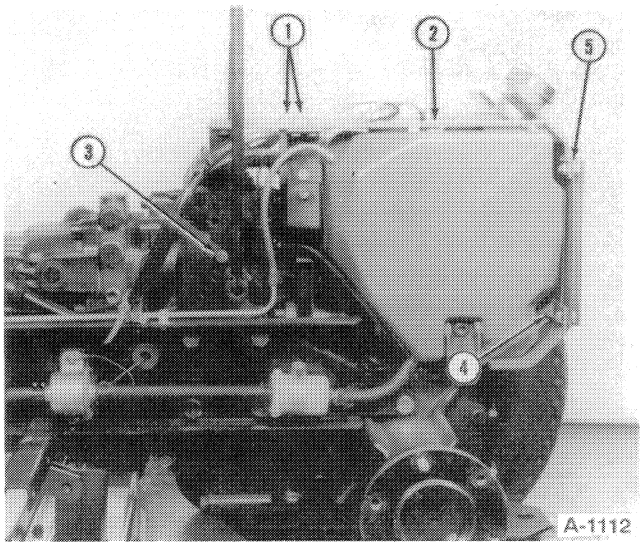

**FIGURE 8-11**
6. Remove the rear shield, 5, Figure 8-11.
7. Remove the bolts, 1, from the lift lever shaft support brackets to the seat support, 2, (two bolts each bracket), Figure 8-11..
8. Remove the front seat support bolts, 3, (one each side), Figure 8-11.
9. Remove the rear seat support bolts, 4, Figure 8-11.